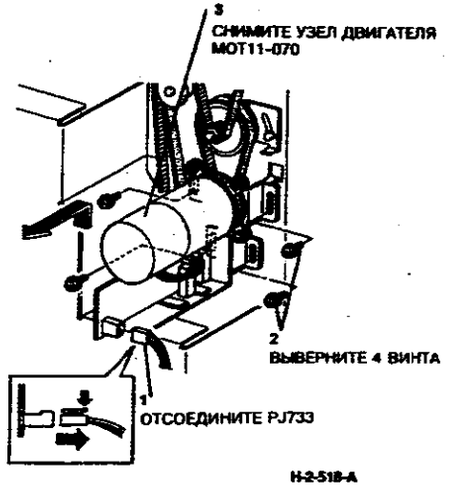

**Рисунок 1. Снятие узла двигателя транспортера**
2. (Рисунок 1) Снимите узел двигателя транспортера.